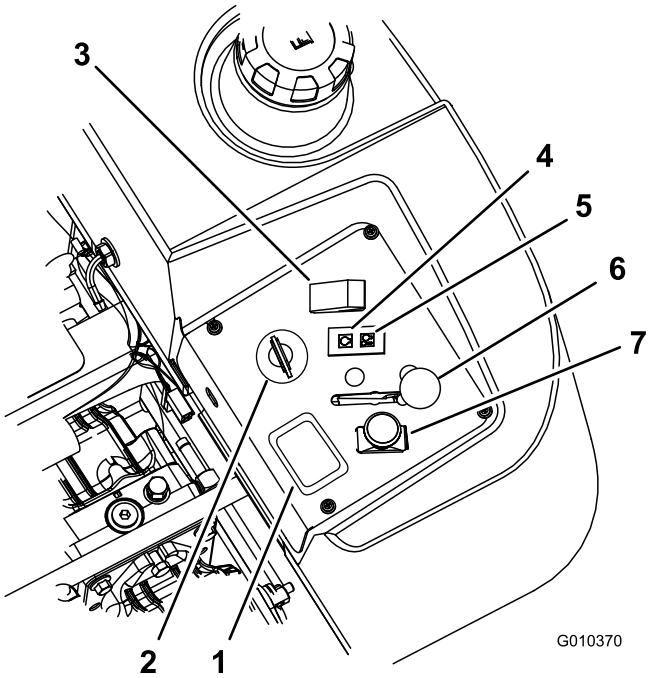

**Figur 12**
4. Flyt kraftudtagets kontakt til afbrudt position (Figur 12).